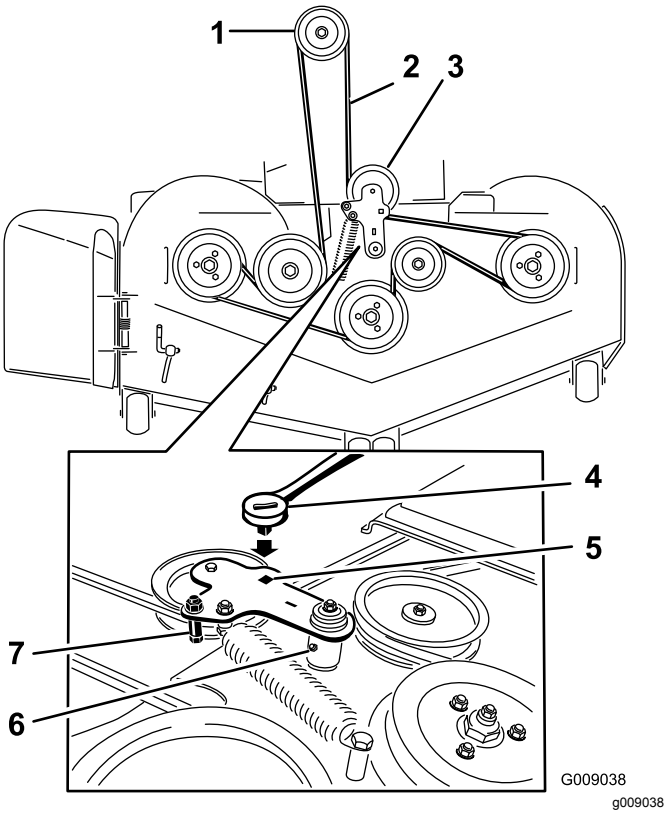

Figur 95
8. Använd en spärrhake i det fyrkantiga hålet i mellandrevsarmen för att minska spänningen på mellanremskivfjädern (Figur 95).
10. Montera en ny rem runt klipparremsskivorna och kopplingsskivan under motorn (Figur 95).
11. Rotera och se till att remstyrningsfliken ligger an mot svängnavet (Figur 95).
12. Montera remmen runt den fjäderbelastade mellanremskivan med spärrhaken i det fyrkantiga hålet (Figur 95). Sätt fjäderändarna i förankringsspåren.